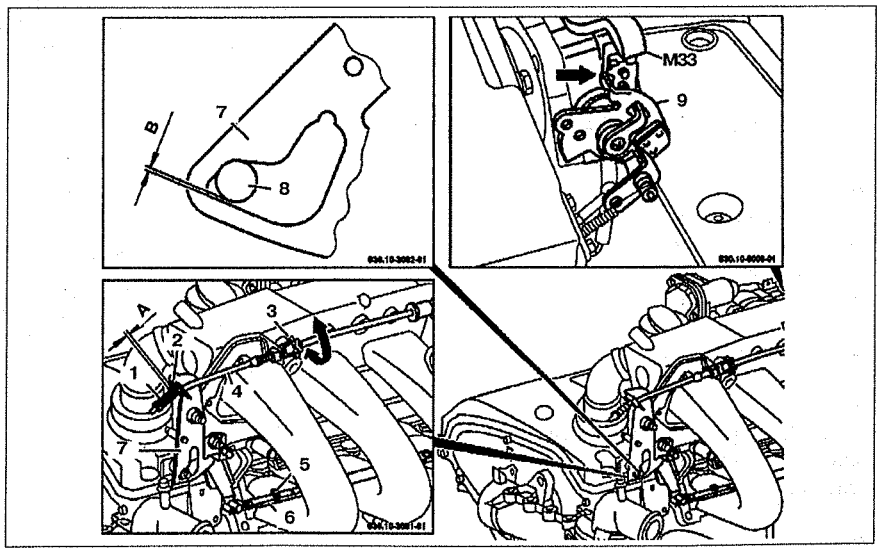

Рис. 2.126. Регулировка привода холостого хода:
11. Отрегулируйте биение троса **4** между пружиной **1** и направляющей **2** на рычаге **7** путем вращения гайки **3** (см.рис.2.126). Зазор между пружиной и направляющей должен быть 0,5-1,0 мм.